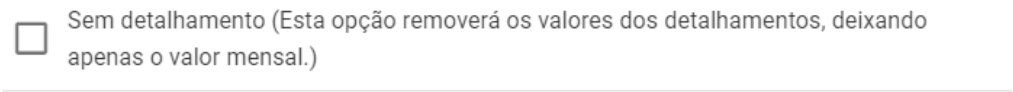

Figura 226: Sem Detalhamento
* **Sem Detalhamento (Figura 226):** Ao marcar esta caixa de seleção, o sistema removerá todos os valores existentes no painel de detalhamento para os meses selecionados, aplicando o ajuste exclusivamente no valor mensal total.